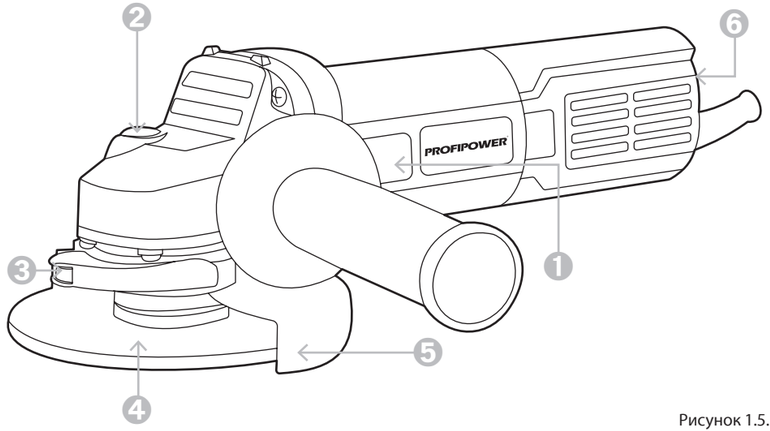
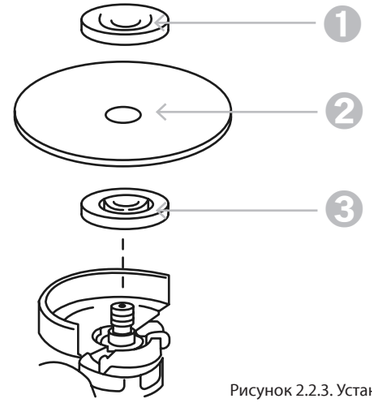

Рисунок 1.5. Устройство изделия
Рисунок 2.2.3. Установка оснастки
❶ Снимите наружный прижимной фланец «3» (рисунок 2.2.3.).
❷ Установите на изделие соответствующую оснастку «1», в зависимости от вида работы (шлифование, отрезание), совместив отверстие в оснастке с выступом внутренней шайбы «2» (рисунок 2.2.3.).
❸ **ВНИМАНИЕ!** При установке оснастки следуйте указаниям по направлению её вращения.
❹ Закрутите наружный фланец «3».
❺ Заблокируйте шпиндель, нажав кнопку «2» (рисунок 1.5.), и крепко затяните наружный прижимной фланец ключом.
❻ Для снятия оснастки нажмите кнопку блокировки «2» (рисунок 1.5.) и прилагаемым ключом открутите фланец.
ЗАПРЕЩЕНО! Не включайте блокировку «2» (рисунок 1.5.) при вращающемся шпинделе. Это может привести к повреждению инструмента. Нажмите на кнопку блокировки для предотвращения вращения шпинделя при установке или снятии оснастки.